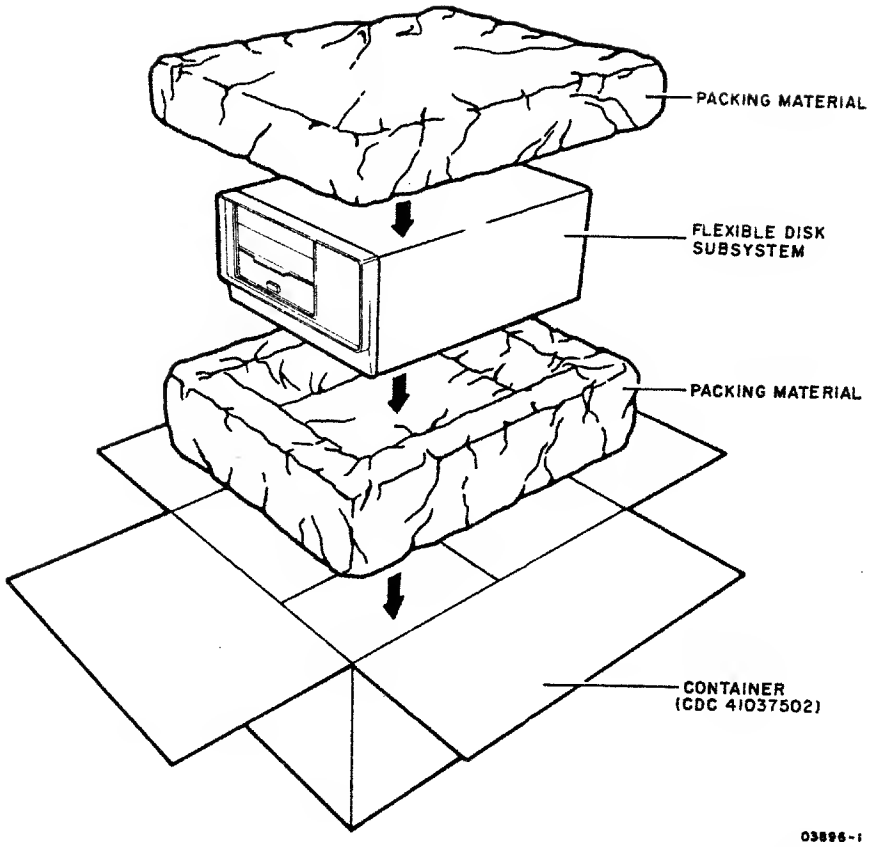

Figure 3-1. Flexible Disk Subsystem Packaging
The flexible disk subsystem is packaged for shipment using foam-in-place chemicals (figure 3-1). If the subsystem is to be reshipped it must be packaged as it was originally received from the factory. Use the existing packing materials or if not available, order new packing materials from CDC Corporate Traffic. Request pre-formed packing materials for the FA501/BR810 per packing instructions 41039800. Packaging materials may be obtained from:
1. Unpackage subsystem (refer to figure 3-1), and move to desired location. Remove cardboard head-protective flexible disk from drive unit and store with subsystem packaging materials. Note that secondary unit may be stacked on top of primary unit or primary unit may be stacked on top of secondary unit or units may be placed side-by-side if desired.